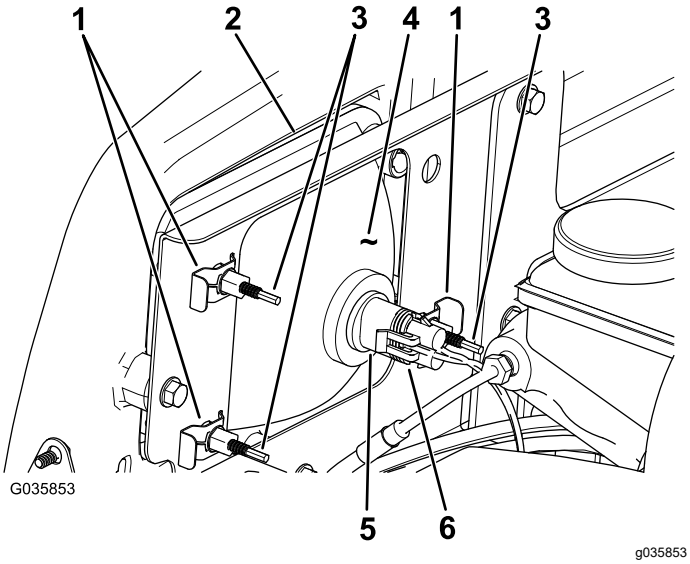

Figuur 45
3. Koppel de elektrische aansluiting voor de kabelboom los van de aansluiting van de lamp (Figuur 45).
4. Verwijder de snelklemmen waarmee de koplamp aan de koplampbeugel is bevestigd (Figuur 45).
5. Verwijder de koplamp door deze naar voren door de opening in de voorbumper te trekken (Figuur 45).
6. Monteer de nieuwe koplamp via de opening in de bumper (Figuur 45).
8. Koppel de elektrische aansluiting voor de kabelboom aan op de aansluiting van de lamp (Figuur 45).
2. Draai achteraan de koplamp de stelschroeven (Figuur 45) om de koplamp te draaien en de straal te richten.